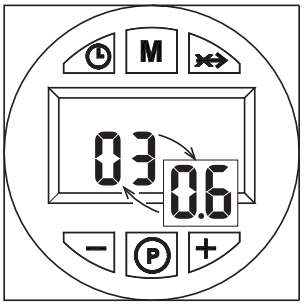

fig. 4
- Softwareversion der Benutzeroberfläche und Steuerung (fig. 4)